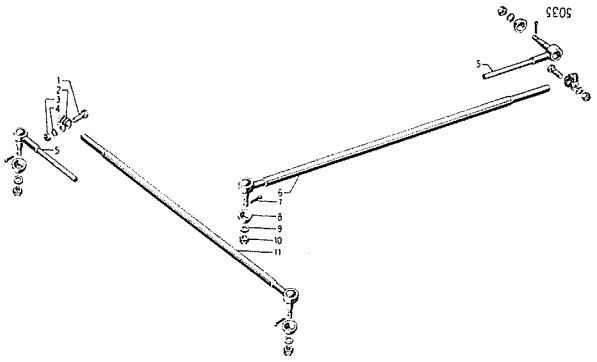

Bild 452
Bei nicht verstellbaren Vorderachsen haben Lenkschubstange und Spurstange nur die Feineinstellung durch Einstellgewinde am Kugelgelenkkopf (5), Bild 452.